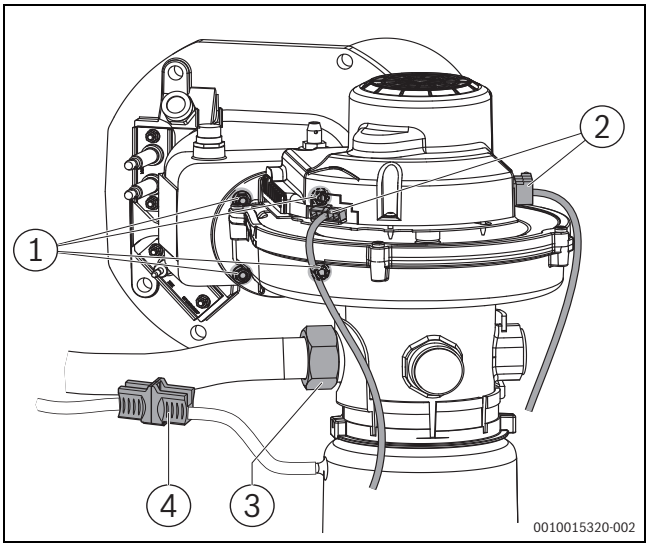

Fig. 64 Demontarea conexiunilor electrice, ventilator (dimensiuni ale cazanului de 75-150 kW [până la V03])
- ▶ Desfaceți conexiunile electrice de la ventilator (→Fig. 64, 65 respectiv 66).
- ▶ Separarea conectorului (→Fig. 64)
- Desfaceți piulița oarbă de la ajutajul Venturi (→Fig. 64 și 65, [3]).
- Îndepărtați 4 piulițe hexagonale de la nivelul cotului de amestecare (→Fig. 64 și 65).